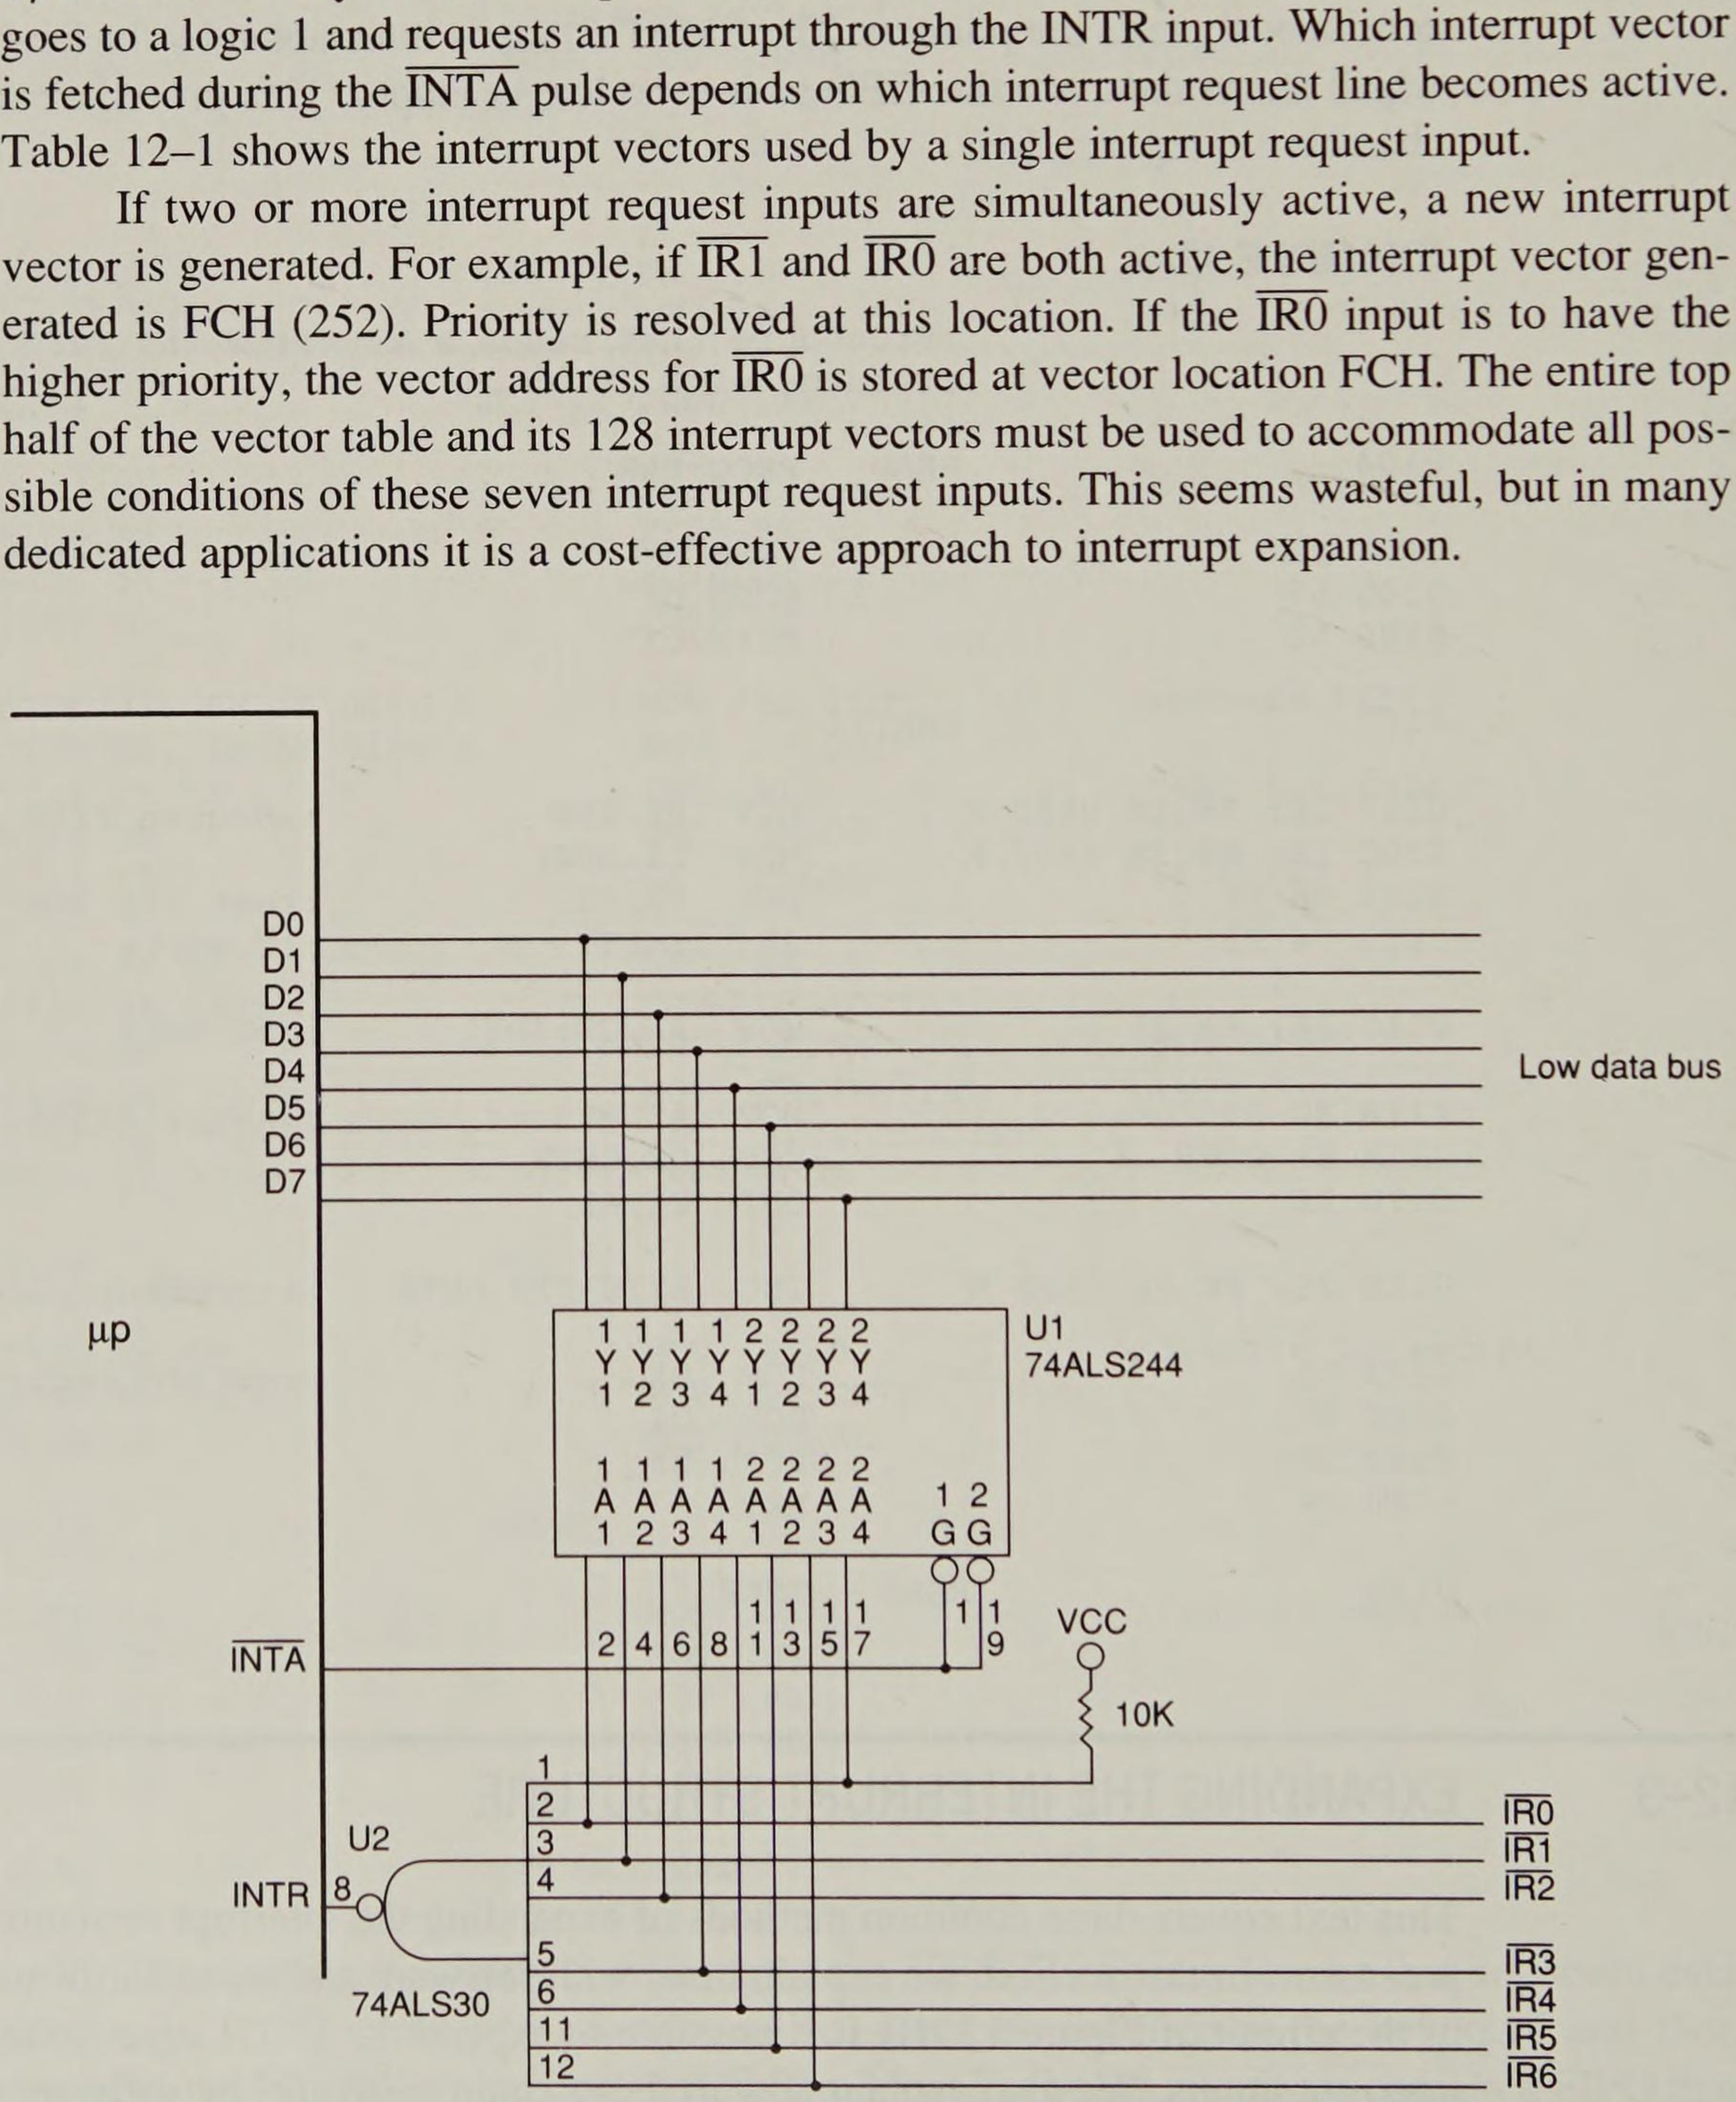

**FIGURE 12–13** Expanding the INTR input from one to seven interrupt request lines.
This text covers three common methods of expanding the interrupt structure of the microprocessor. In this section, we explain how, with software and some hardware modification of the circuit of Figure 12–10, it is possible to expand the INTR input so that it accepts 7 interrupt inputs. We also explain how to daisy-chain interrupts by software polling. In the next section, we describe a third technique, in which up to 63 interrupting inputs can be added by means of the 8259A programmable interrupt controller.
The modification shown in Figure 12–13 allows the circuit in Figure 12–10 to accommodate up to seven additional interrupt inputs. The only hardware change is the addition of an 8-input NAND gate, which provides the INTR signal to the microprocessor when any of the $\overline{IR}$ inputs become active.
**TABLE 12–1** Single interrupt request for Figure 12–13